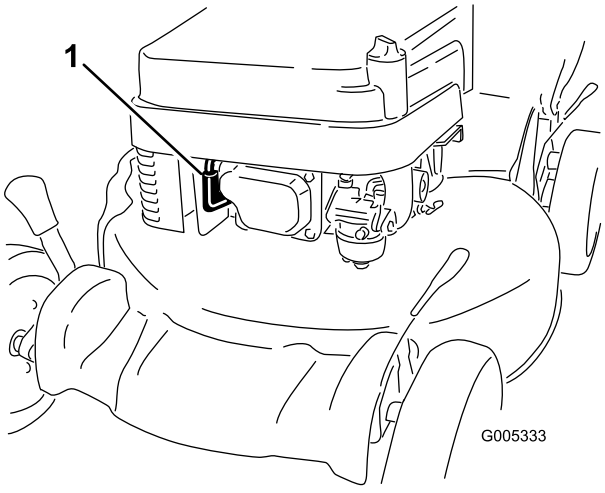

Bild 10
1. Schließen Sie den Zündkerzenstecker an die Zündkerze an (Bild 10).